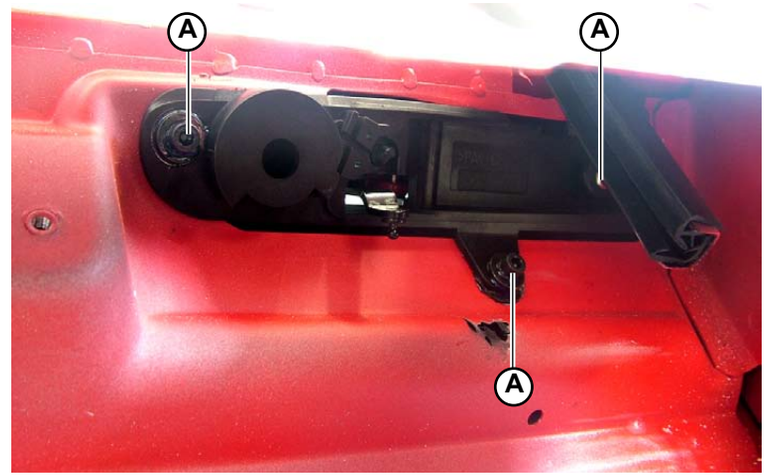

Fig.21
1. Unscrew the 3 screws (**B-Fig.21**) securing the door handle.